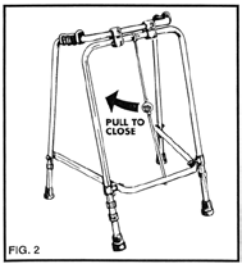

FIG. 2
2. Grasp the frame top in one hand and pull the wooden ball in the other hand (Fig 2).